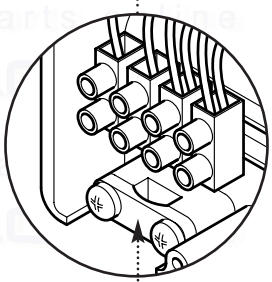

Fig. 32
3. Undo the two screws securing the SL, ⏚, N, PF cable clamp and place to one side (Fig. 32).
5. Lay the cable through the cable clamp to gauge the length of cable required when it is connected to the 4-way terminal block (Fig. 32).